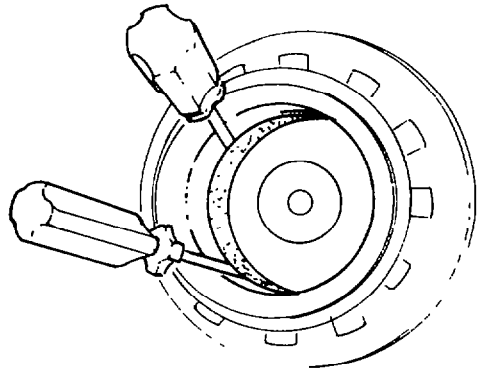

Fig. 299 — Removing Inner Retaining Ring
b. Using two screwdrivers, remove the inner retaining ring from the power divider cage (see fig. 299).